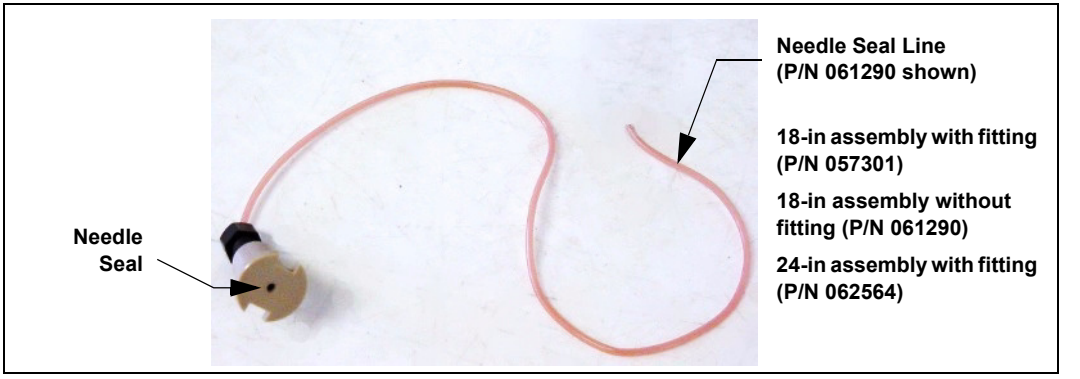

Figure 5-22. Needle Seal Assembly
6. Thread the new needle seal line (see Figure 5-22) down through the top of the inject port.